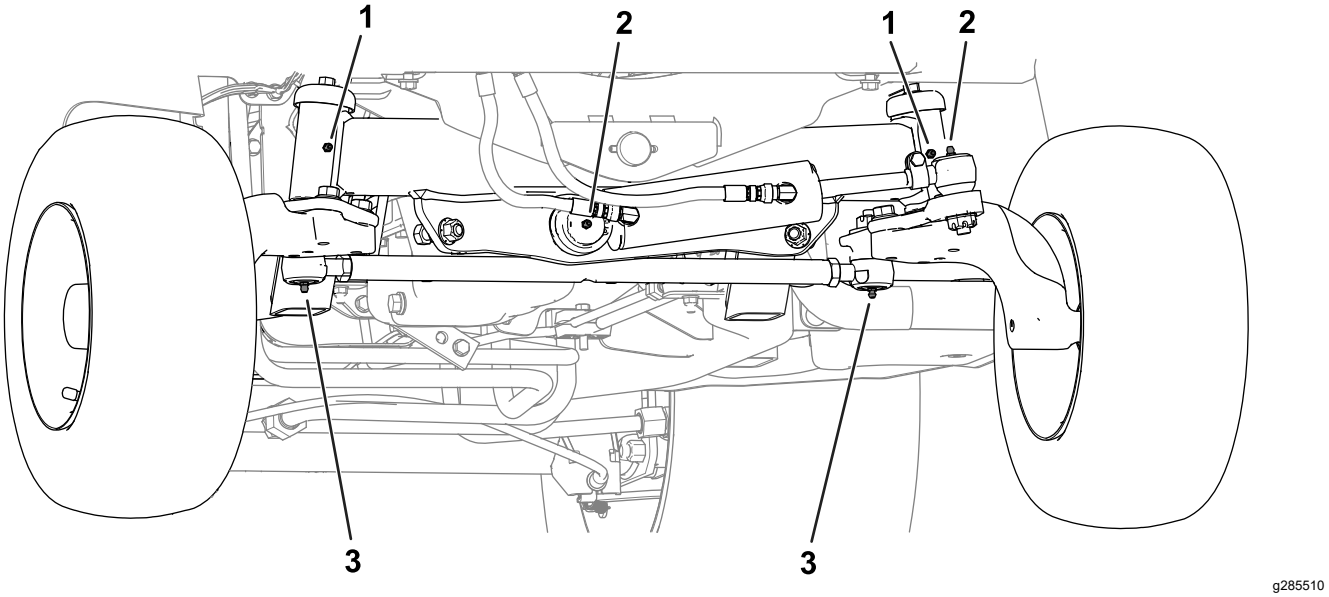

Figura 48
- **Parte posteriore della macchina** (Figura 48):
- Giunti sferici del cilindro idraulico (2)
- Mozzi dell'albero dell'assale (2)
- Estremità dei tiranti (2)